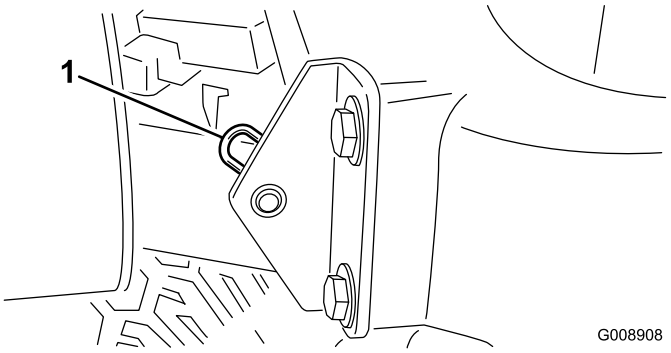

Figur 30
2. Ta bort hårnålssprinten som fäster motorhuvstappen till fästskivorna (Figur 30).
**Obs:** För att smörja nipplarna på rullarna (Figur 30) behövs en adapter till smörjpistolens munstycke. Beställ Toro artikelnr 107-1998 från din auktoriserade Toro-återförsäljare.